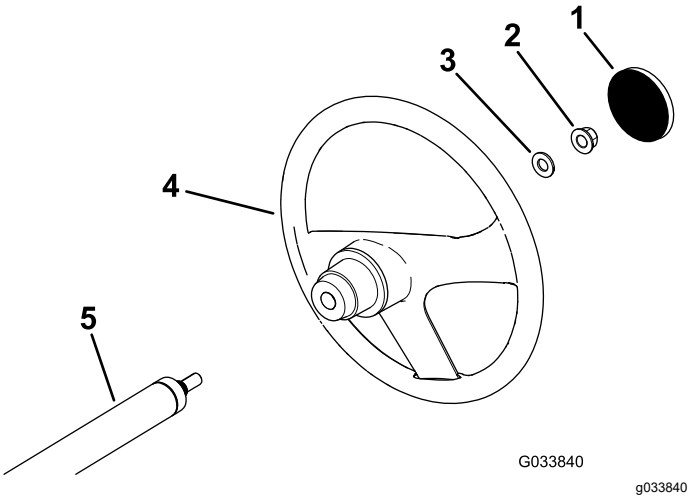

Figur 3
1. Ta i förekommande fall bort kåpan från rattnavet (Figur 3).
2. Ta bort låsmuttern (½ tum) från styraxeln (Figur 3).
3. Skjut på ratten och brickan (½ tum) på styraxeln (Figur 3).
5. Montera kåpan på ratten (Figur 3).